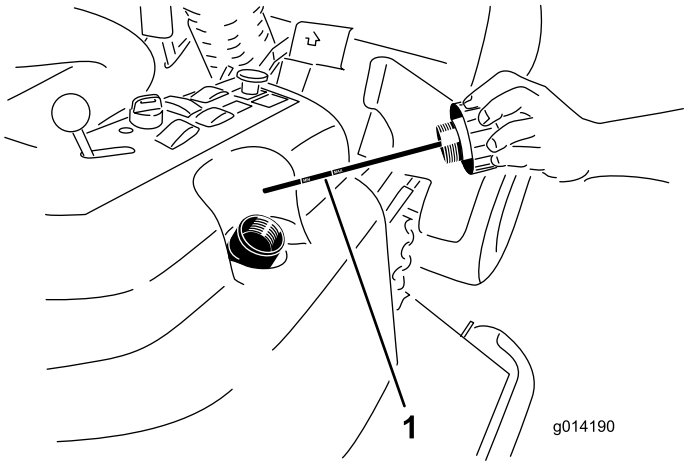

**Figur 62**
2. Afmonter hydraulikpåfyldningsdækslet (Figur 62) fra påfyldningsstudsen.
3. Tag målepinden ud, og aftør den med en ren klud (Figur 62).
4. Skru målepinden helt i påfyldningsstudsen, og tag den ud igen og kontroller væskestanden (Figur 62).